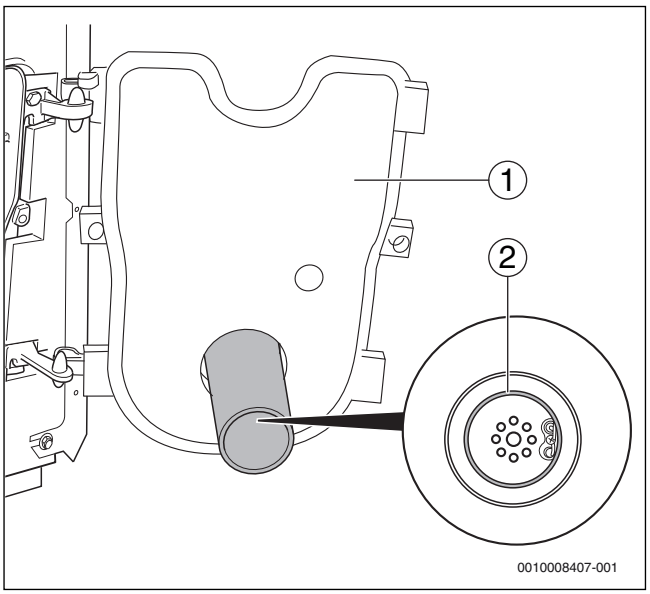

*Bild 40 Korrekten Sitz der Dichtung prüfen*
▶ Bei geöffneter Brennertür (→ Bild 40, [1]) korrekten Sitz der Dichtung (→ Bild 40, [2]) prüfen.
▶ Brennertür schließen (→Bild 40, [1]) und Befestigungsschrauben der Brennertür festziehen (ca. 10 Nm).